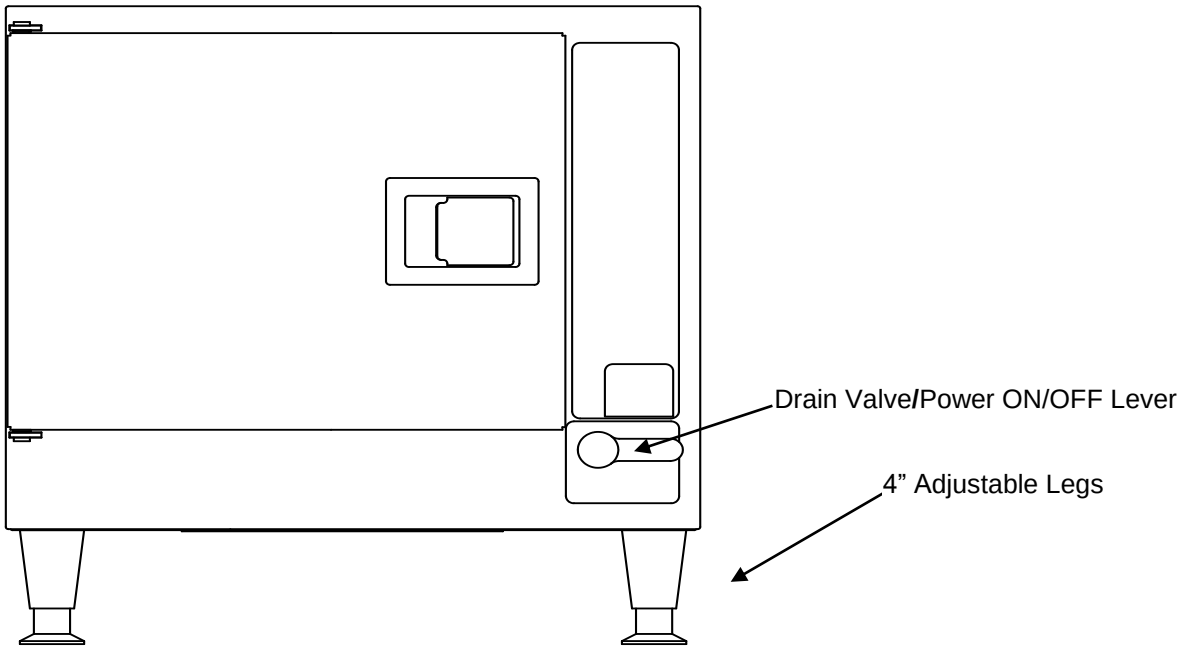

Figure 2-1 SteamChef™ Steam Cooker Front View
- Figures 2-1 and 2-2 illustrate the dimensions, clearances, and major external features of 22CET's.